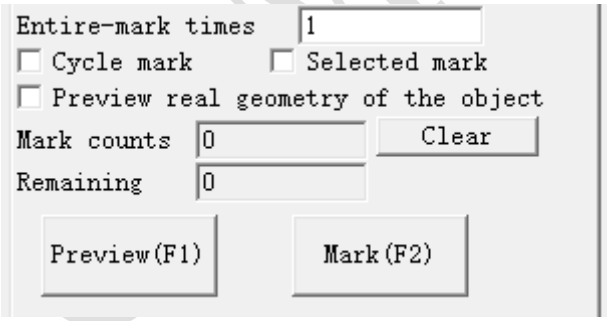
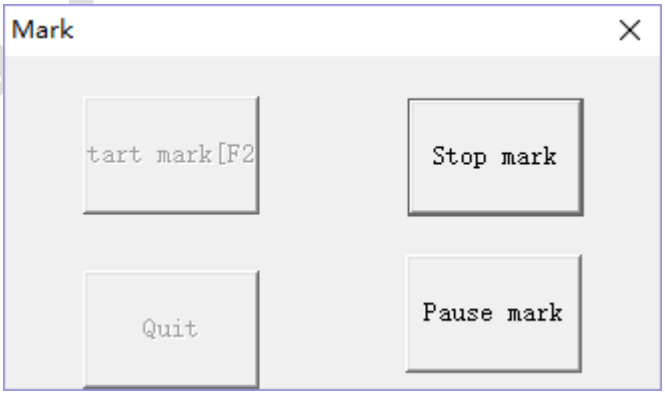

Figure 1-3-7 Entire-mark times
Figure 1-3-8 Mark prompt window
(6) Execute Marking: set "Entire-mark times" to 1, click "Mark (F2)" or press shortcut key "F2" on the key board for finish. Setting interface is as Figure 1-3-7, mark prompt window is as figure 1-3-8: